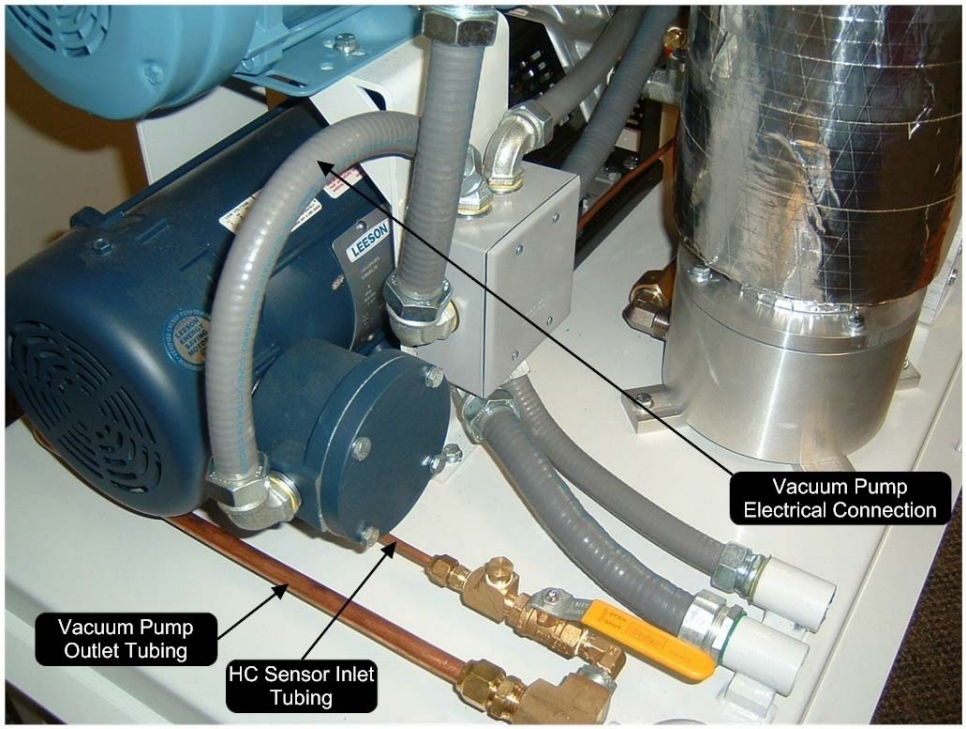
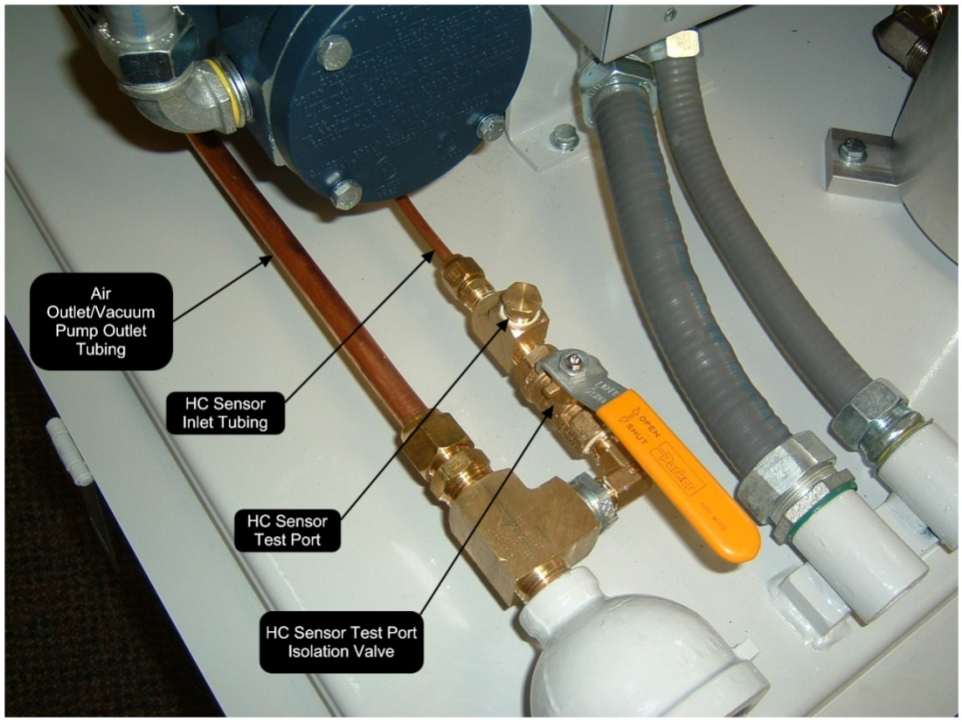

*Figure 26: Vacuum pump electrical connection / vacuum pump outlet tubing / HC sensor inlet tubing*
*Figure 27: Air outlet / vacuum pump outlet / HC sensor inlet tubing*
- **See** Figure 26: Page 15-67 and Figure 27: Page 15-67.
8. Remove (4) ¼" x 1-½" mounting bolts from the vacuum pump motor assembly base plate.
- Keep the (4) bolts for reuse or replace with new.